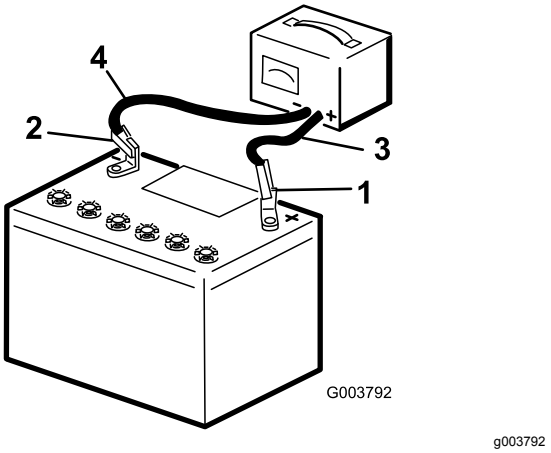

Figur 41
2. Ladda batteriet med 3–4 A under 4–8 timmar (Figur 41). Överladda inte batteriet.
3. När batteriet är fulladdat ska laddaren kopplas bort från eluttaget, och sedan ska laddningskablarna kopplas bort från batteripolerna (Figur 41).
1. Anslut batteriets pluskabel (röd) till batteriets pluspol (+) med hjälp av fästelementen du tog bort tidigare (Figur 41).
3. Anslut batteriets minuskabel (svart) till batteriets minuspol (−) med hjälp av fästelementen du tog bort tidigare (Figur 41).
4. Fäst batteriet med hjälp av skenan och vingmuttrarna (Figur 41).